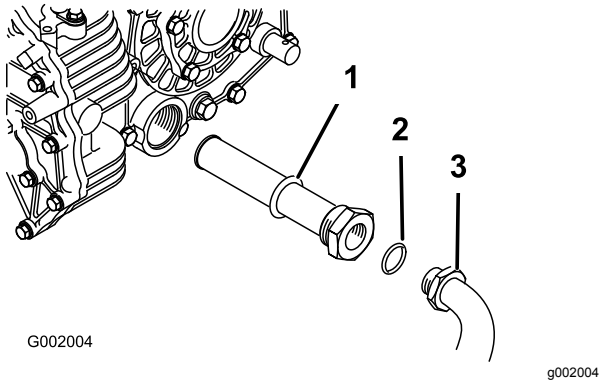

**Figuur 51**
5. Verwijder de hydraulische slang en de 90° fitting (Figuur 51).